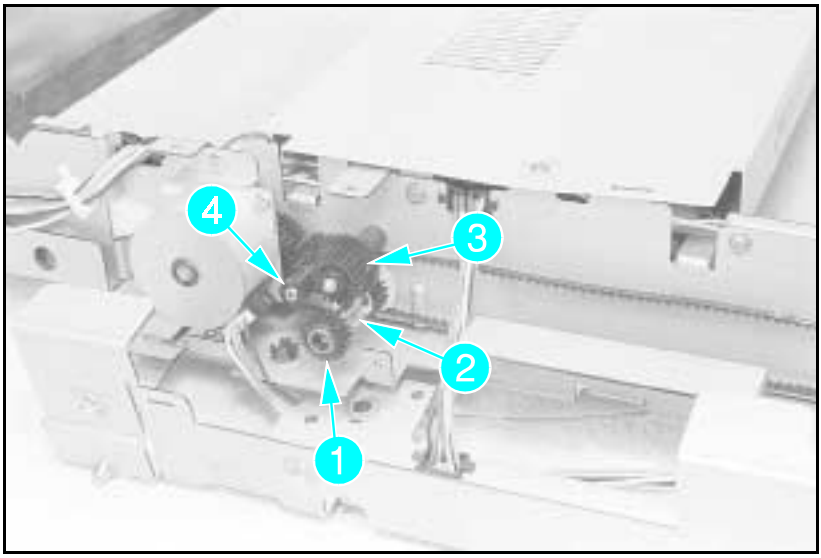

Figure A-21 Holding Tray Gears and Belt
6 Remove the (1) one-way gear shown in Figure A-21, callout *1*.
7 Remove the (1) E-clip from behind the first gear (see Figure A-21, callout 2).
8 Remove the (2) gears shown in Figure A-21, callouts *3* and *4*.